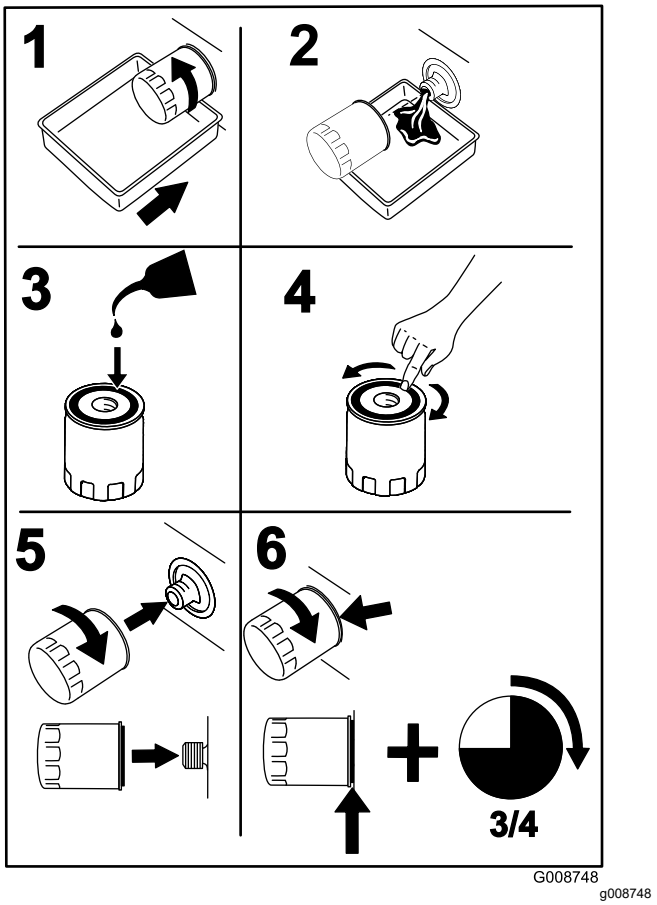

Figure 44
4. Place a drain pan under the oil filter, and turn the filter counterclockwise to remove it (Figure 44).